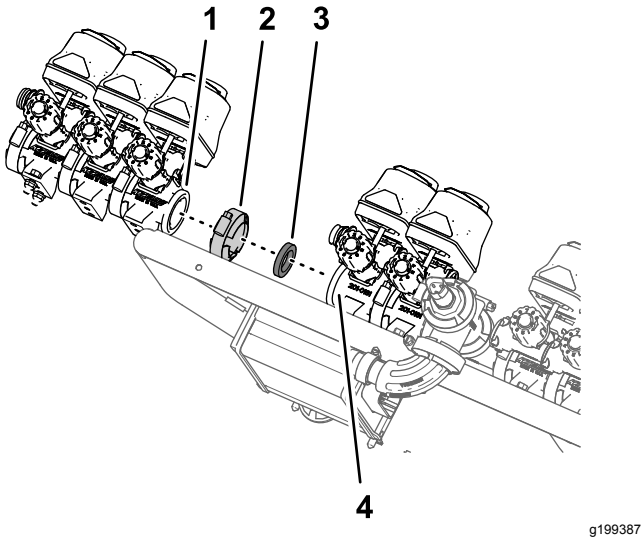

Figuur 103
1. Monteer de 3 spuitboomkleppen (Figuur 103) die u verwijderd hebt in stap 8 van De spuitboomkleppen verwijderen van de bevestigingsbeugel van het verdeelstuk (bladz. 31) op de flens van klep 7 van de spuitklepeenheid; gebruik hierbij de flensklem en de pakking die u verwijderd hebt in stap 4 van 13 De spuitboomkleppen verwijderen (bladz. 28).